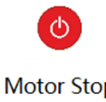

Figure 15-2 "Motor Stop" Button on the Main Interface of the Software
5. Click "Motor Stop" (as shown in Figure 15-2) in the main interface of the software, the motor is disabled and the brake works. The trial run is finished.